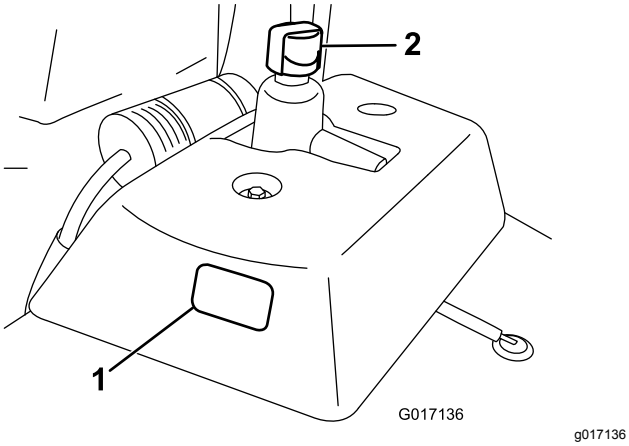

Figur 22
2. Kontrollera oljenivån med hjälp av inspektionsfönstret som sitter på sidan av reservoljetanken (Figur 22).